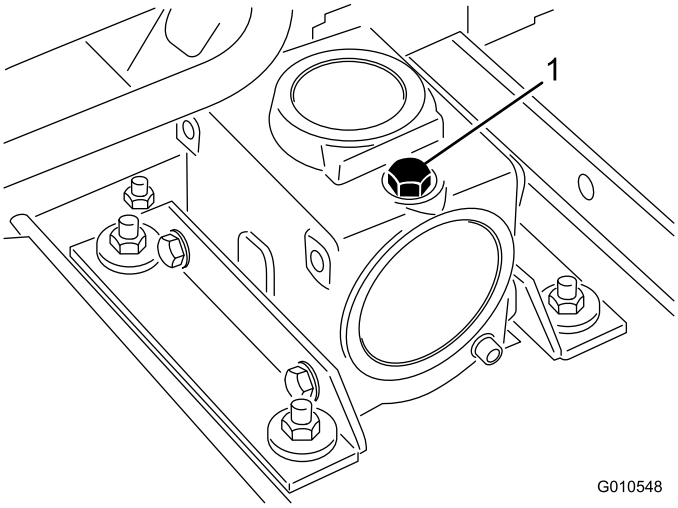

Figur 16
2. Plasser maskinen og klippeenheten på en jevn flate, og senk klippeenheten. Ta ut peilestaven/fyllpluggen fra toppen av girkassen (Figur 16), og kontroller at oljenivået er mellom merkene på peilestaven. Hvis oljenivået er lavt, tilsett SAE 80-90 girolje inntil nivået er mellom merkene. Syntetisk SAE 80–90 girolje kan brukes som et alternativ.